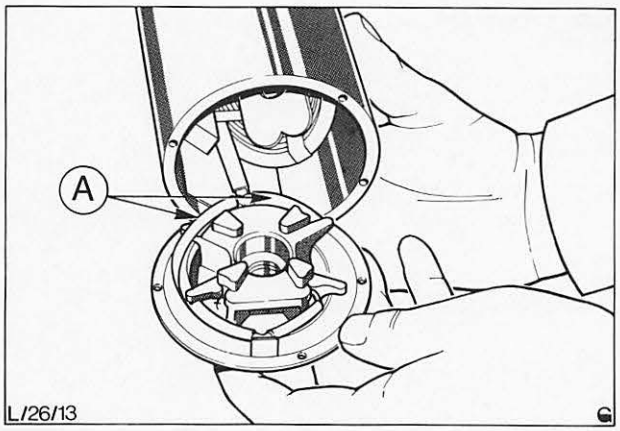

Abb. 22 A = Feldwicklungs-Kohlebürsten
9. Vier Befestigungsschrauben des Kollektorlagerschildes entfernen und Schild vorsichtig vom Gehäuse abklopfen. Kollektorlagerschild so weit vom Gehäuse abheben, daß die beiden Bürsten der Feldwicklung ausgehängt werden können, Abb. 22.